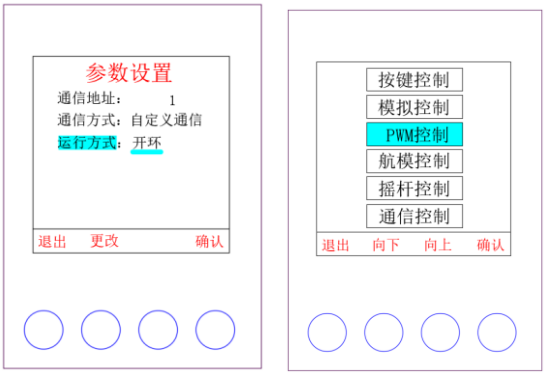

图 6.19 外部 PWM 开环控制的运行模式和控制方式选择界面
- 运行模式可通过按键操作进入参数设置界面进行切换。如图 6.19。
- 控制方式可通过按键操作进入模式选择界面进行切换。如图 6.19。